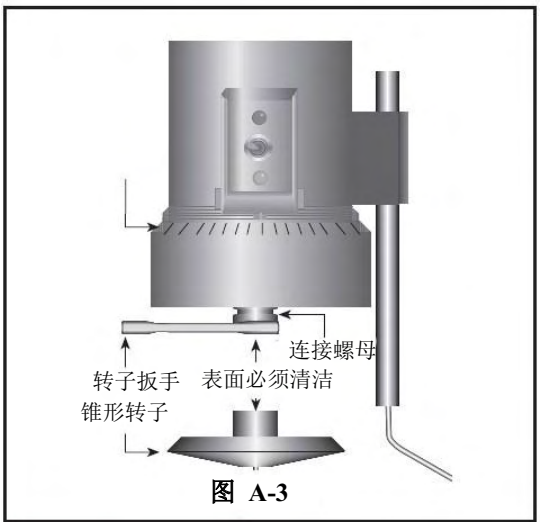

图 A-3
4. 电机关闭时，用扳手将锥形转子固定到粘度计的连接螺母上（见图 A-3）；轻轻地将连接螺母向上推并用扳手固定，用手旋紧锥形转子。